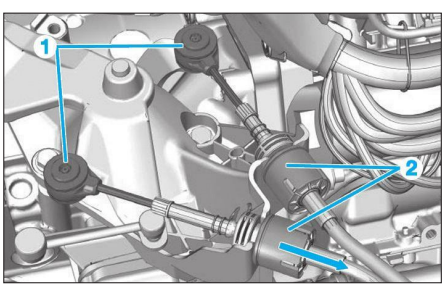

**Fig. 7**
• A l'aide de l'outil [1], désaccoupler les rotules (1) **(Fig.7)**.
• Pousser vers le bas pour déverrouiller les attaches de maintien des câbles (2).